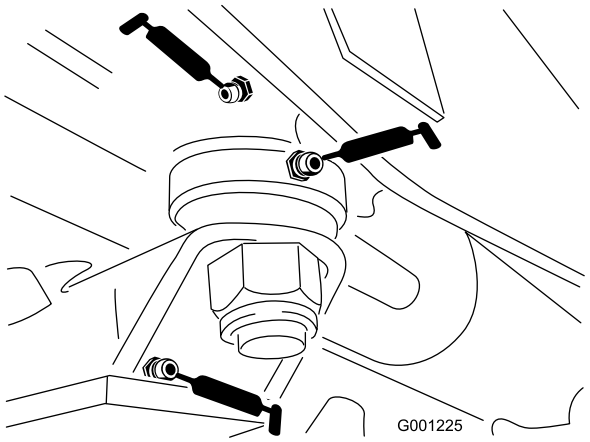

Figur 42
- Styrplattans bussningar (Figur 42)
- Axelstiftsbussning (Figur 42)